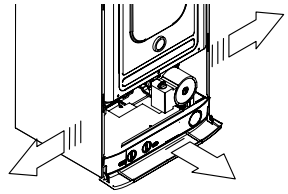

Fig. 5.4
3. Move the lower part of the side panels as indicated in Fig. 5.4 and pull the control panel. When completely pulled out, the panel can rotate 45° downwards to facilitate the operations on the internal parts.
3. Сдвиньте нижнюю часть боковой панели, как указано на рис. 5.4, и извлеките панель управления. После того, как Вы ее полностью извлекли, панель можно повернуть на 45 гр. по направлению вниз, чтобы обеспечить свободный доступ к внутренним частям.